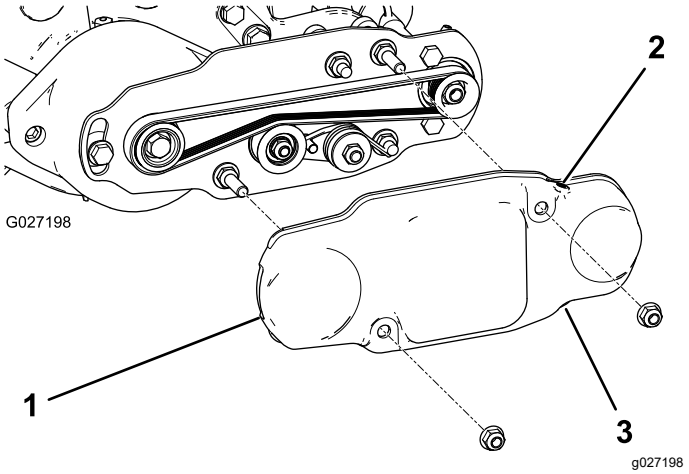

Figura 19
2. Deslize a cobertura da correia para os parafusos de montagem e fixe a cobertura com 2 porcas flangeadas (Figura 19).